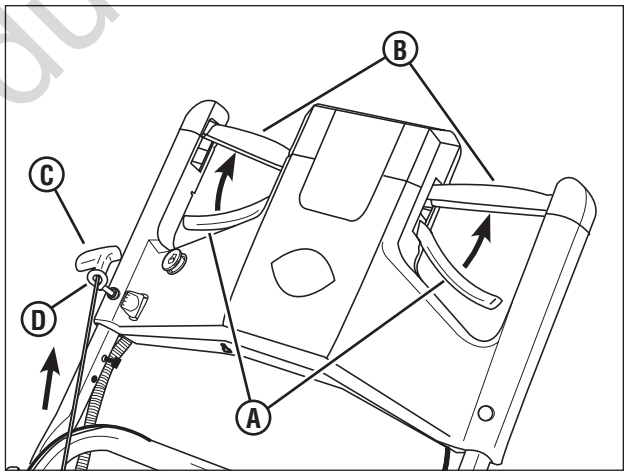

Figure 3 : Poignée de corde de lancement
1. Serrez la commande de lame **(A, Figure 3)** contre la commande d'entraînement **(B)**.